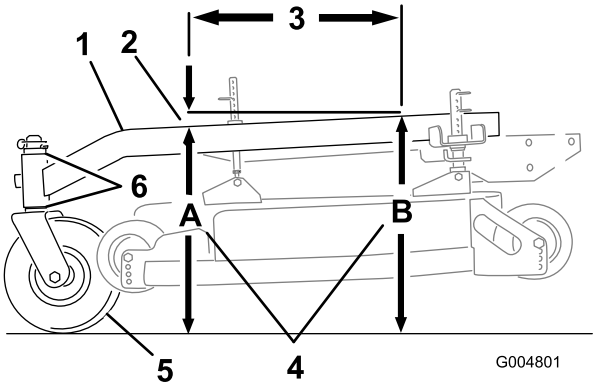

Figura 69
El bastidor de tiro debe tener una inclinación longitudinal de entre 3 mm y 9 mm en una longitud de 61 cm (Figura 69).
1. Mida 61 cm en el bastidor de tiro (Figura 69).
2. Mida la altura del bastidor de tiro en la posición **A** (Figura 69).
3. Mida la altura del bastidor de tiro en la posición **B** (Figura 69).
4. La altura en la posición **A** debe ser de 3–10 mm (1/8–3/8 pulgada) menos que en la posición **B** (Figura 69).
5. Si la inclinación del bastidor de tiro no es la correcta, mueva los espaciadores de las ruedas giratorias para obtener una inclinación de 3–10 mm (1/8–3/8 pulgada) (Figura 69).